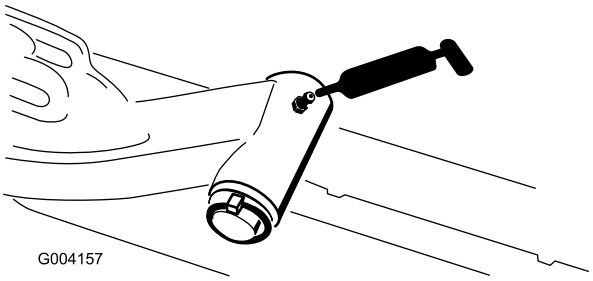

**Figur 67**
- Lyftarmens svängaxel (1 var) (Figur 67)